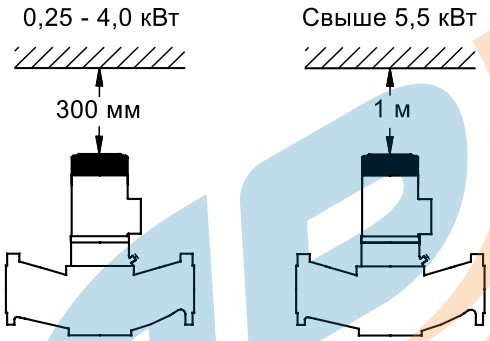

Рисунок 2 – Расстояние до стен/потолка для насосов
- 1 м для электродвигателей мощностью свыше 5,5 кВт (рис. 2).